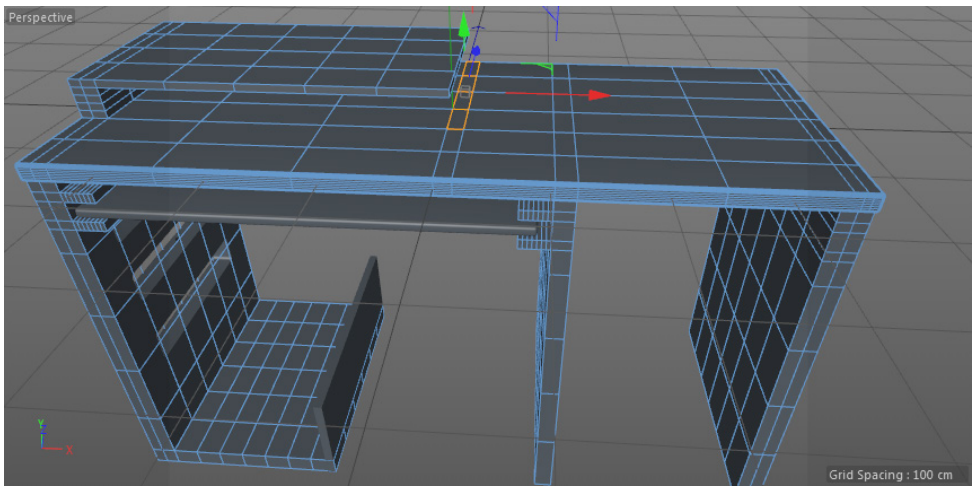

Figure 3-37 *The selected polygons of Computer table*
1. Make sure the polygon mode is activated. Choose the **Brush Selection** tool from the Command Palette and make sure that the **Visible Only** check box is selected. Now, select the polygons of *Computer table*, as shown in Figure 3-37.